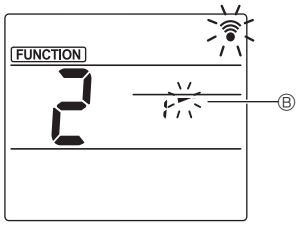

Fig. 3
③ Réglage de l'angle d'ailette (Fig. 3)